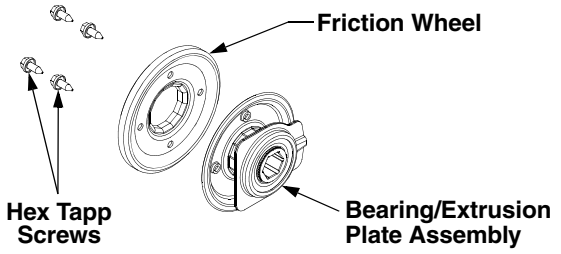

Figure 25
- Remove the four hex tapp screws securing the friction wheel to the bearing/extrusion plate assembly. See Figure 25.
- With its recessed face toward the extrusion plate, position the new friction wheel so that its four screw holes align with the extrusion plate holes; then push the friction wheel onto the hub of the bearing/ extrusion plate assembly. See Figure 25.